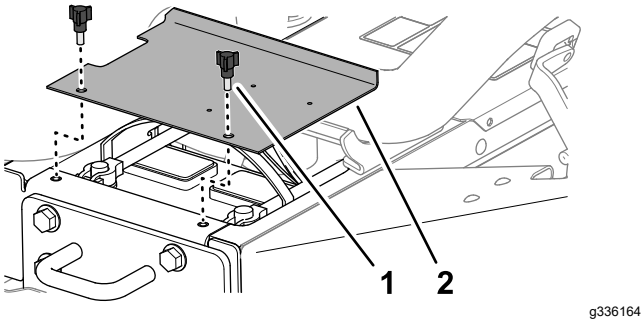

Figur 4
1. Fjern de 2 greb, der fastgør batteridækslet til maskinen, og fjern dækslet (Figur 4).